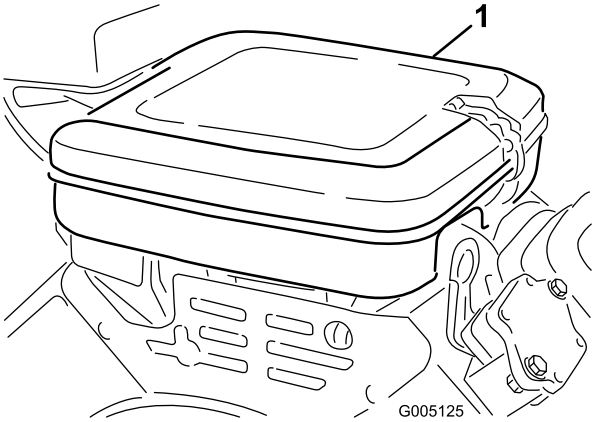

**Figuur 40**
1. Reinig het deksel grondig (Figuur 40).